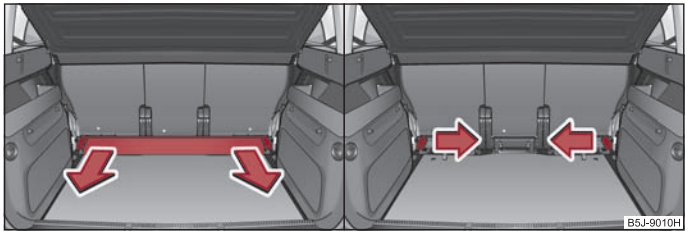

Fig. 64 Luggage compartment: Take out lateral carrier rail / Take out fixing wedges
- Grasp the lateral carrier rail ⇒ fig. 64 and take it out by pulling in the direction of arrow.
- Grasp the fixing wedge ⇒ fig. 64 on the right and take it out by pulling in the direction of arrow. To remove the fixing wedge on the other side of the luggage compartment, proceed in the same way.